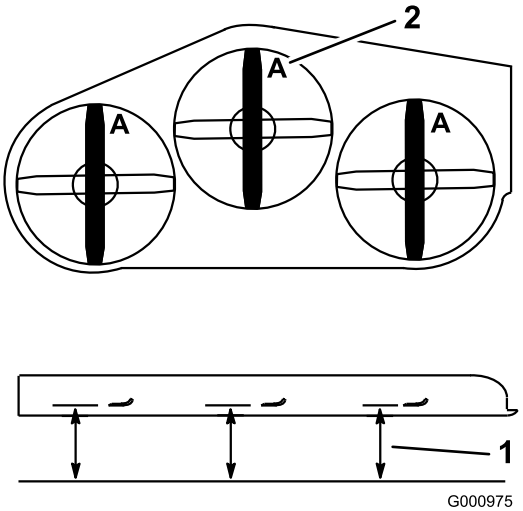

**Figuur 85**
3. Draai de messen totdat de uiteinden in de lengterichting liggen (Figuur 85). Meet de afstand tussen een horizontaal oppervlak en de snijrand, stand **A**, van de messen (Figuur 85). Noteer deze afstand.